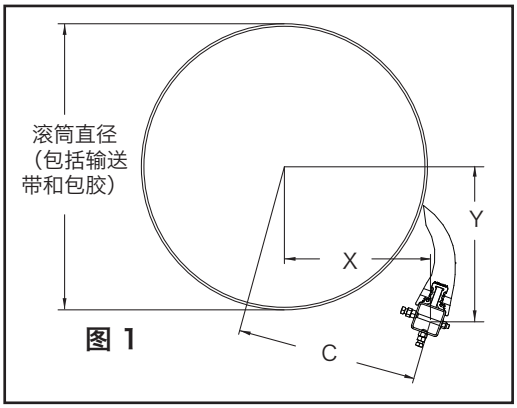

图 1
1. **找到 X、Y 和 C 规格。**测量滚筒直径（包括输送带和包胶）（图 1）。